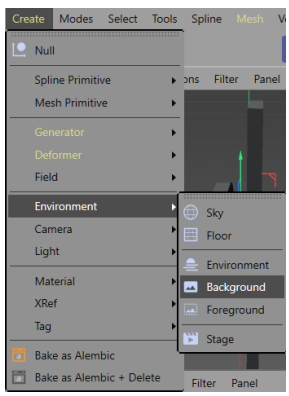

Figure 2-25 *Choosing the* ***Background*** *option from the main menu*
2. Choose **Create > Environment** from the main menu; a cascading menu is displayed. Choose the **Background** option from it, as shown in Figure 2-25; *Background* is added to the Object Manager.